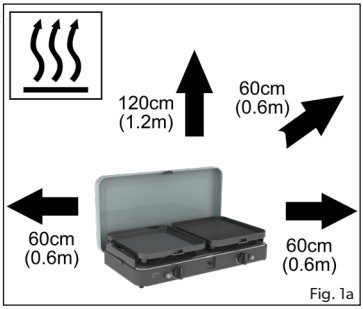

Fig. 1a
- Sørg for at apparatet holdes borte fra brannfarlige materialer når det er i bruk. Trygge minimumsavstander er: over apparatet - 1,2 m, på baksiden og på sidene - 0.6m. (fig.1a)